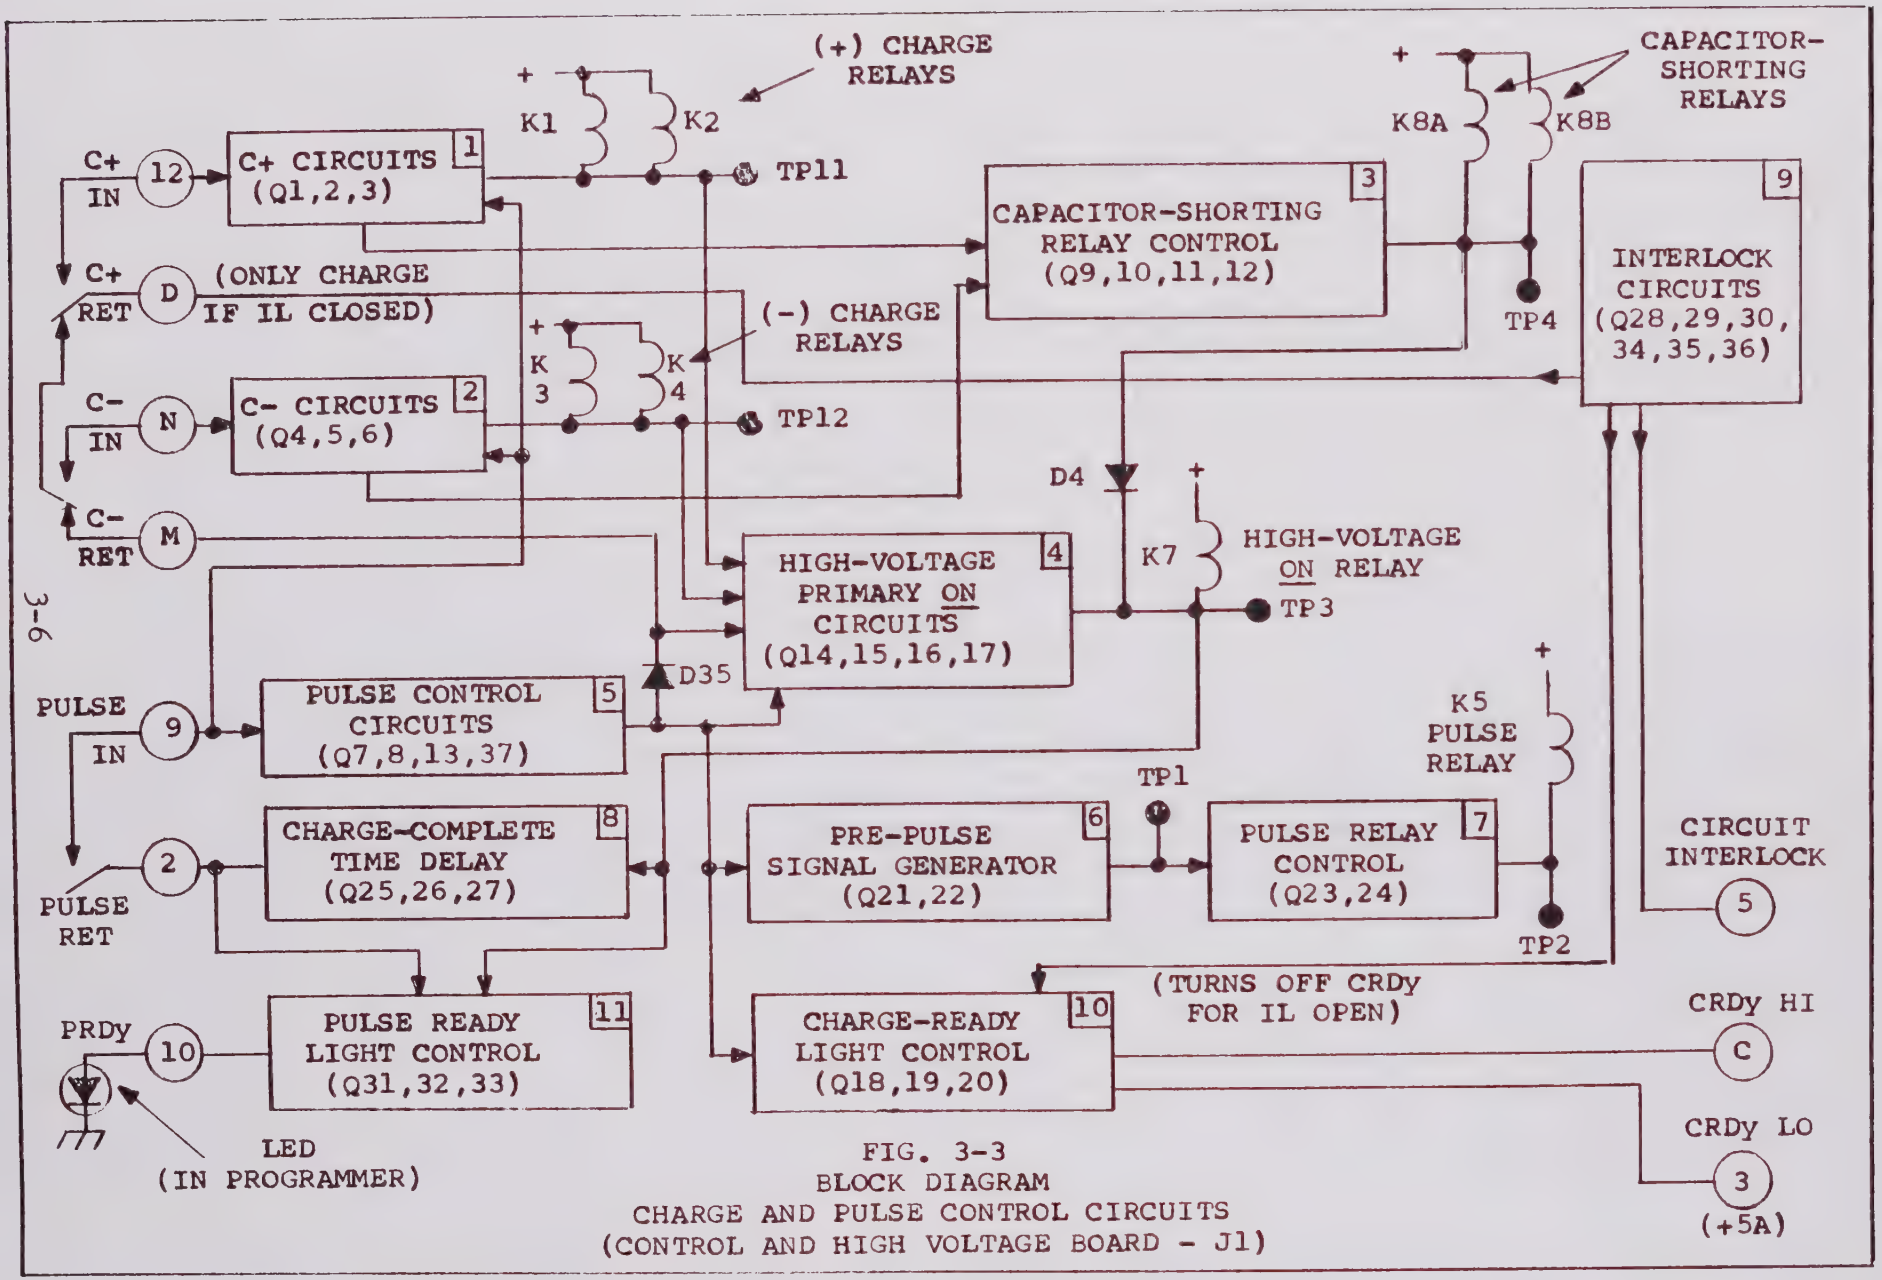
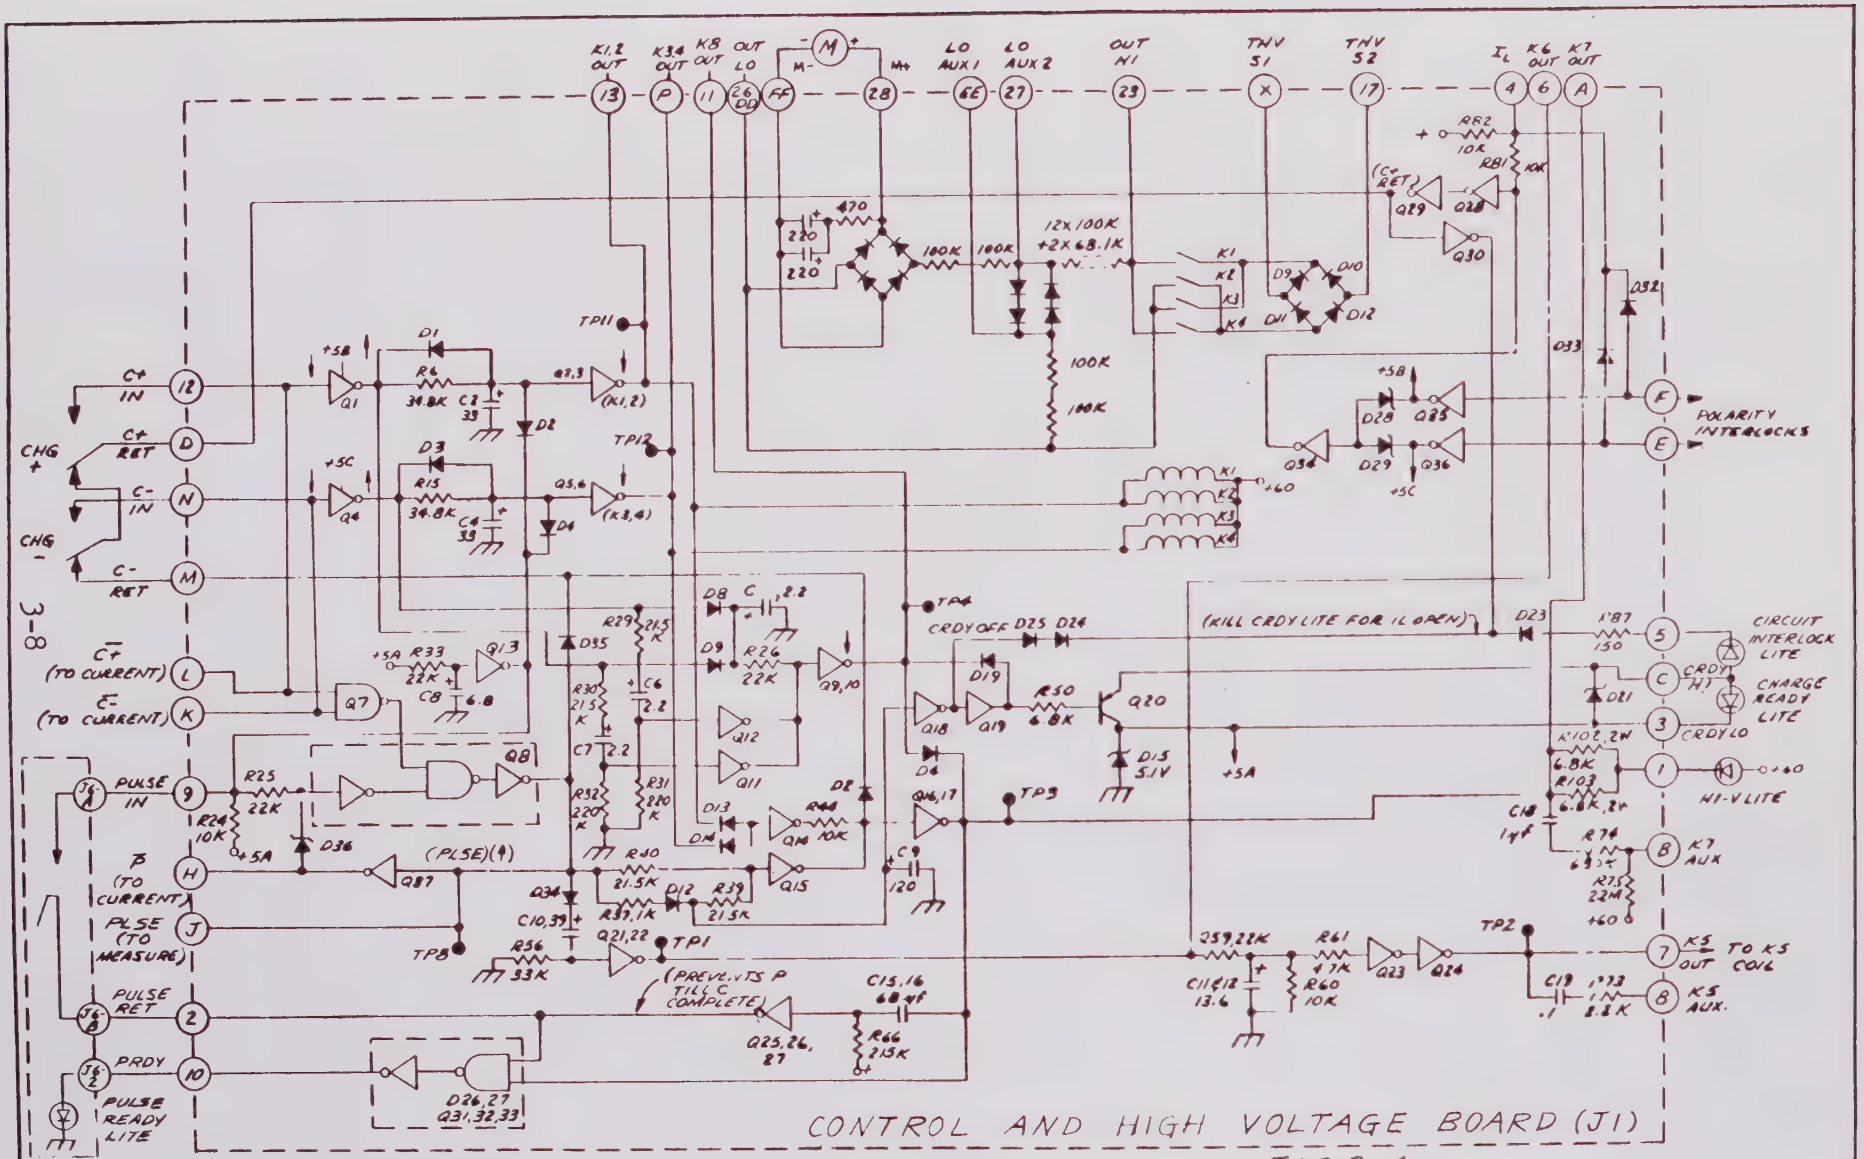
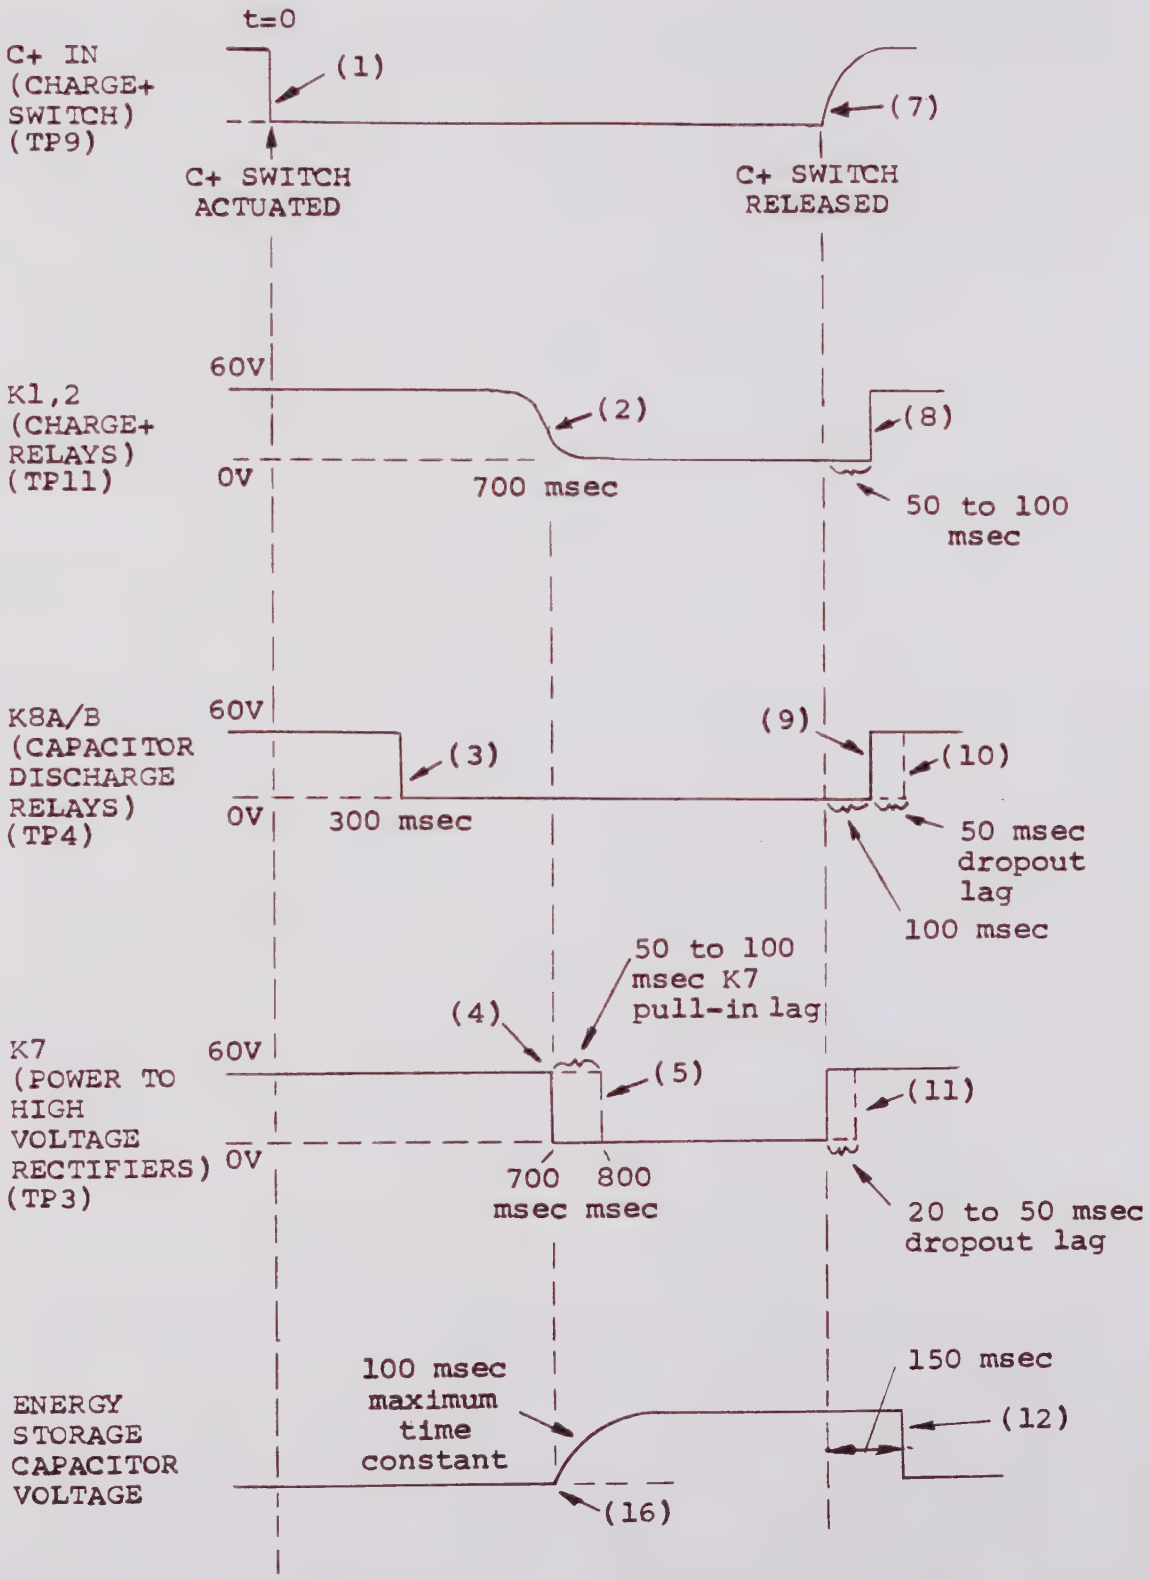
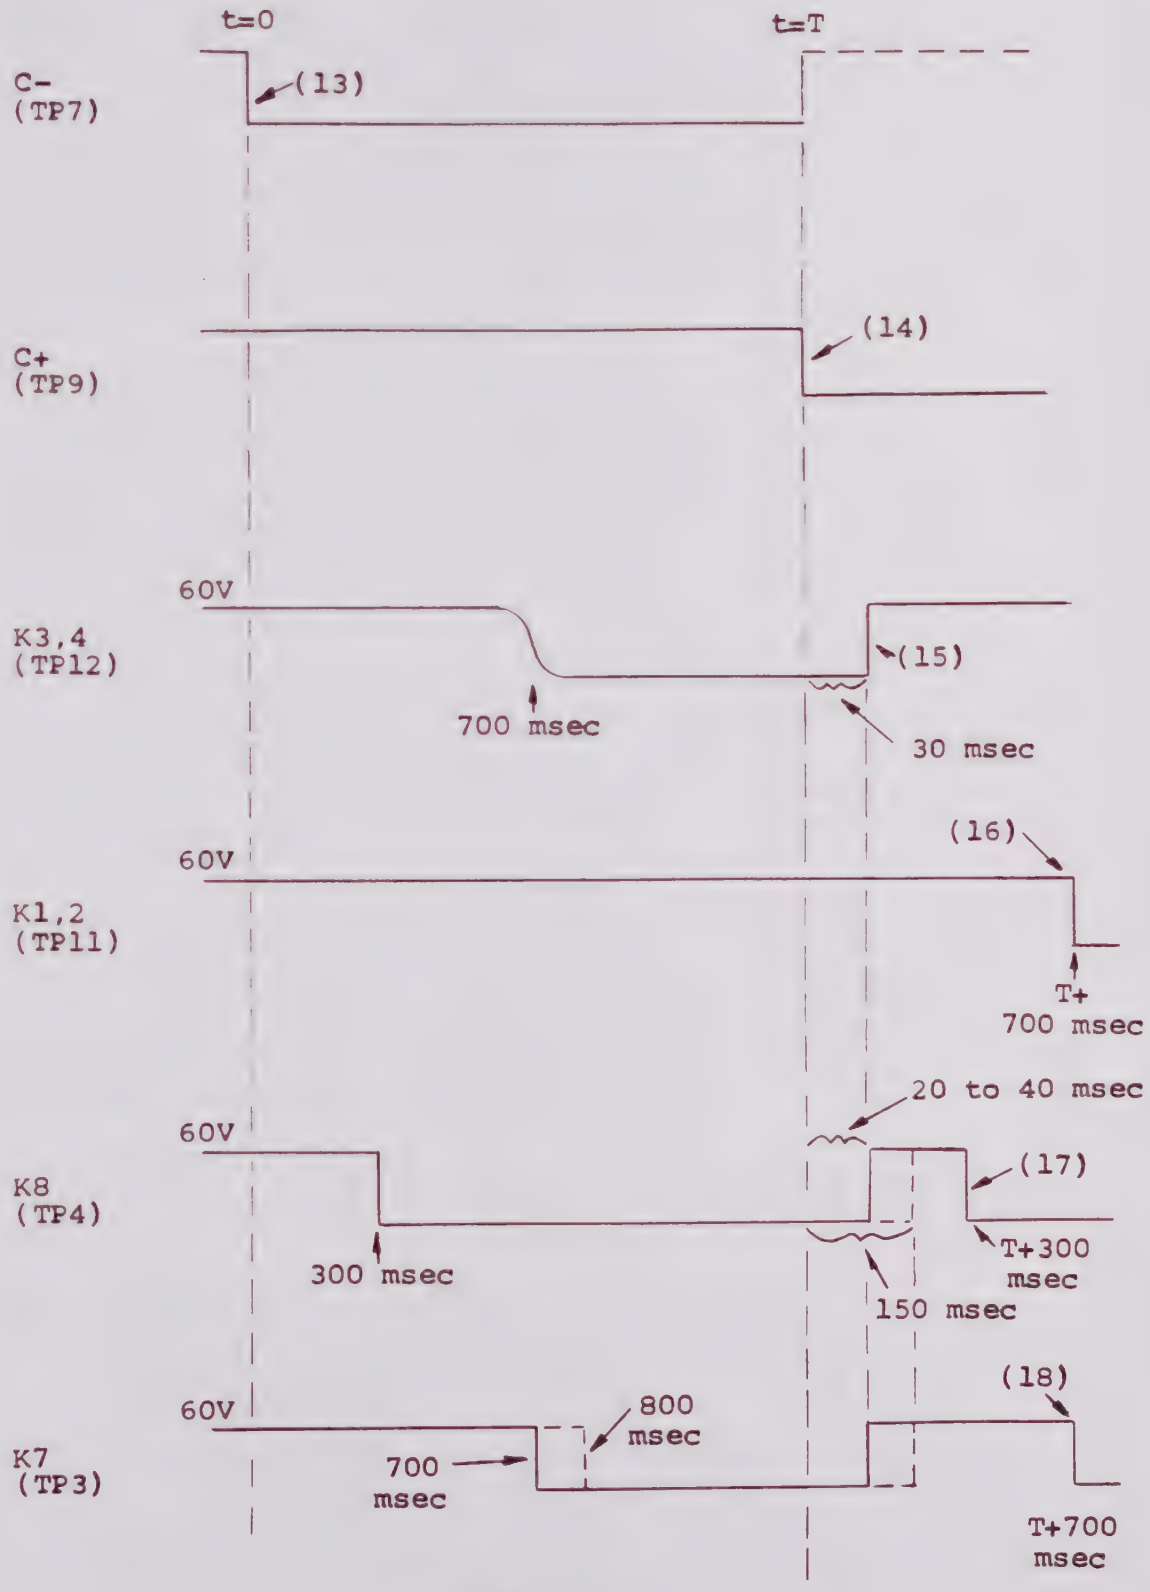

FIG. 3-3
FIG 3-4
FIG. 3-5
FIG. 3-6
The Charge and Pulse control circuits, shown in block form in Fig. 3-3, have the following functions; where Block numbers refer to the figure, and Q numbers to the specific transistors used to implement each function.
Fig. 3-4 gives an expanded view of the Block Diagram of Fig. 3-3, still omitting specific transistor circuitry and associated components, which are available on the detailed schematics.
In Fig. 3-4, transistors are represented singly or in groups by the functions they perform; inverters, gates and so forth. When comprehension requires discrete circuitry it is included; but it has been kept to a minimum in order to highlight functional performance. In what follows, block references refer to blocks in Fig. 3-3, for cross-reference purposes. Transistor or Q numbers are consistent in Figs. 3-3 and 3-4, and in the complete schematic of the Control and High Voltage PC board as well.
Another source of specific required delay figures is the charging time of the energy-storage capacitors. When the full 70-mfd combination of 25 and 45 mfd is used, the approximately 1500 ohm charging resistance gives about a 100 msec time constant; thus, requiring 500 to 700 msec to insure virtually complete charge. With relay delays and circuit/relay delay tolerances taken into account, plus the fact that all relays must operate in the correct sequence or else some excess component stress may result, the Charge-Complete Time Delay (Block 8 in Fig. 3-3) is set to approximately 1.5 seconds.
1. Block 1, K1,2 -- C+ Circuit, Q1,2,3: The Charge (+) switch, when C+ Return on pin D is at ground which occurs after the post-Pulse delay, when actuated furnishes ground to the C+ In, terminal 12. This C+ In signal is shown at point (1) in the first wave form in Fig. 3-5, Charge/Discharge Timing. The ground is inverted by Q1 to become +5. This high signal charges capacitor C2 via resistor R6, generating a time delay of approximately 0.7 second to actuation of the Charge (+) relays, K1 and K2, as shown at point (2) in the K1-K2 wave of Fig. 3-5. The delay is a function of the RC time constant and the threshold of the succeeding inverter composed of Q2 and Q3.
As shown in Fig. 3-4, the K8A/B relay drivers, Q9 and 10, receive signals via two basic paths:
The net result of the two signal paths is to apply a delayed actuation signal to K8A/B whenever C+ or C- is actuated; the delay of about 300 msec being generated by the RC combinations at the input to Q12 (for (+)) and Q11 (for(-)), in conjunction with Q12/Q11 thresholds. Point (3) in the K8A/B wave of Fig. 3-5 shows actuation of these relays, delayed by the 300 msec from C+ actuation.
4. Block 4, K7 -- High Voltage Primary ON Circuits, Q14, 15,16,17: Relay K7 connects the primary of the high-voltage transformer THV to the ac line via the front panel variable transformer V, furnishing voltage control. K7 is activated by Q16 and Q17. These transistors are actuated by either C+ or C-, using outputs from Block 1 or Block 2 via diode D13 or D14, for (+) or (-) polarity respectively. Outputs from Block 1 and 2 are available only after the 700 msec delay shown in the K1-2 wave in Fig. 3-5. K7 is actuated essentially at this time, as shown by point (4) on the K7 wave. Since K7 is a heavy-duty relay with about 50 msec delay, while K1-4 are 'signal' relays with a maximum of 10 msec delay, K7 contact closure -- point (5) on the K7 wave -- lags K1-K4 contact closure by about 40 msec. This interval is long enough to guarantee that K1-K4 do not have to switch high- voltage while current is flowing. The energy storage capacitor starts to take a charge when K7 actually closes, as indicated at point (6) at the Capacitor Voltage wave in Fig. 3-5.
1. Block 1, K1,2 -- C+ Circuit: The C+ input is opened at point (7) in the Charge/Discharge Timing diagram of Fig. 3-5. K1 and K2 are de-energized about 100 msec later -- point (8) on the same diagram -- by virtue of a drop-out delay time constant made up of a resistor within the Q1 amplifier block in Fig. 3-4, and capacitor C2.
K7 drive is opened coincident with point (7), namely as soon as C+ is opened. This occurs via a 'back contact' on both the Charge (+) and the Charge (-) switches. The ground on the arm of the Charge (+) switch is applied through these contacts via diode D2, directly to the input of Q16,17 drivers for K7. This signal thus passes all other time constants involved. As shown in the K7 wave in Fig. 3-5, at point (11) K7 drops out in about 50 msec, well before the 100 msec drop-out of K1 and 2 (point (8)) and the 150 msec re-closing of K8A/B (point (10)).
Relay control circuitry timing must cope with the possibility that both Charge (+) and Charge (-) switches are depressed simultaneously, in either order. Referring to Fig. 3-4, if
Timing diagrams for the opposite situation, namely Charge (+) depressed after Charge (-) is depressed and held down, are shown in Fig. 3-6. C- is taken as the actuating signal, at point (13) in the Figure. The resulting performance of K3,4 is identical with that for K1,2 in the C+ actuation case of Fig. 3-5. Similarly, resulting performance during the charge mode for K8 and K7 is likewise identical to that of Fig. 3-5.
T time t = T, an arbitrary interval longer than about a second after C- has been depressed, C+ is depressed as shown at point (14) on the C+ wave in Fig. 3-6. The C- wave is forced to return to its high state at this time, as shown by the dotted line, since its ground actuation has been removed.
K3 and K4 drop-out 100 msec later as shown at point (15), for reasons identical with the drop-out of K1,2 at point (8) in Fig. 3-5. Similarly, K1,2 are actuated 700 msec later at point (16) as shown, again analogous to actuation of K1,2 in Fig. 3-5 (point (2)), or with K3,4 in Fig. 3-6.
Initial Charge delays are as before, in Figs. 3-5 and 3-6. At time T, however, the Pulse switch is actuated, applying the presumed ground potential at its arm (see Fig. 3-4) to the Pulse In terminal, pin 9. This signal, termed P and designated (19) in Fig. 3-6, directly turns off the K7 driver by turning off K1,2 and K3,4, by means of diodes D2 and D4 directly connected to the P input line. Immediate dropout of K1,2 occurs at point (20) in Fig. 3-7, immediate removal of K7 drive at point (21). Actual opening of the K7 contacts is shown at point (22) on the K7 wave, taking place at the normal 50 msec drop-out delay later.
The Pre-Pulse Delay signal is generated via the differentiator C10, R56 in Fig. 3-4, at the input to transistor inverter Q21,22. The values involved coupled with the transistor thresholds, generate the approximately 700 msec wave shown in Fig. 3-7, with leading and trailing edges at points (23) and (24). This signal, available for use with specialized options of the Model 424, in turn actuates the Pulse relay (K5) drivers Q23 and Q24, via a delay network composed primarily of R59 and C11,12, making up about a 50 msec delay (point (25)). When the K5 turn-on delay of about 50 msec is added (point (26)), this circuit insures that K5 will not conduct the stored high voltage on the capacitor to the Programmer pulse-forming Network, until K7 (and of course K1,2) contacts have actually opened. In this way, 'floating' operation of the high voltage circuit is obtained. Only the charged capacitor is connected to the load via the pulse-forming network, not the charging circuit with its complex impedance to various system gournds.
At the end of the interval defined by the input differentiating delay (C10, R56), both the K5 drive and then Pre-Pulse Delay waves return to their normally high states as shown at points (27) and (24) respectively. While not shown on the simplified schematic of Fig. 3-4, the Pre-Pulse Delay terminates after the K5 drive because of voltage levels involved in the respective transistor drive circuits.